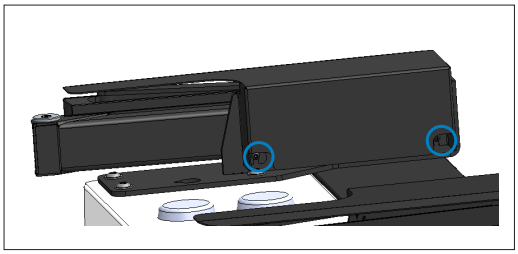

Figure 39: Step 3.
3.- Place the metal sheet on top of the cable management system. Locate the screw shown in **Figure 39 T25 INV Torx** key with a tightening torque of **7 Nm**.